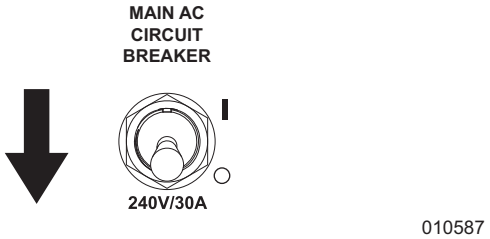

Figure 3-53. Main AC Circuit Breaker OFF (O)
4. See *Figure 3-53*. Switch main AC circuit breaker to OFF (O).